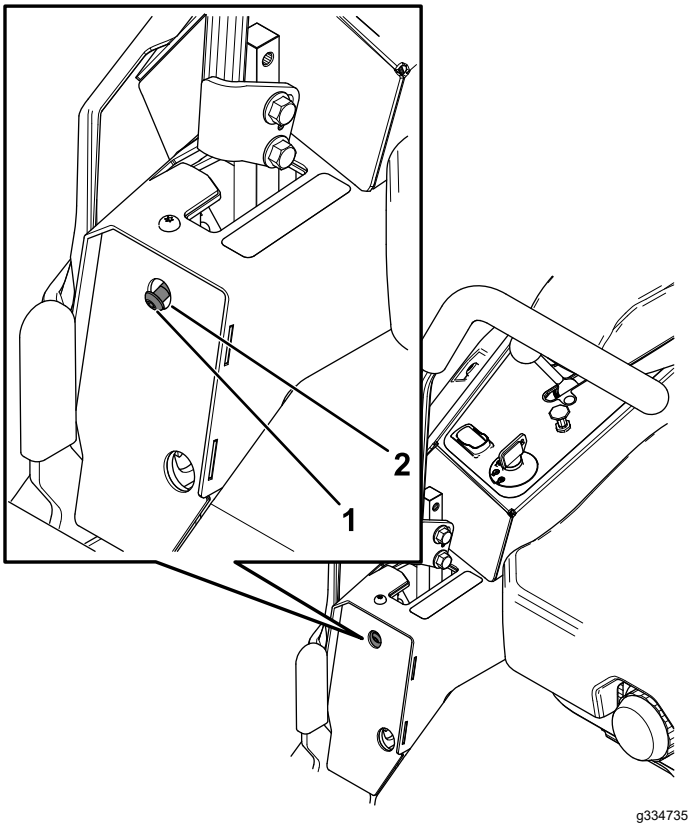

Figure 55
6. Si la machine se déporte à droite, insérez une clé hexagonale de 3/16 pouce dans le trou d'accès du couvercle avant gauche et tournez la vis de réglage du parallélisme dans le sens horaire ou antihoraire pour ajuster la course du levier (Figure 55).
7. Si la machine se déporte à gauche, insérez une clé hexagonale de 3/16 pouce dans le trou d'accès du couvercle avant droit et tournez la vis de réglage du parallélisme dans le sens horaire ou antihoraire pour ajuster la course du levier (Figure 55).